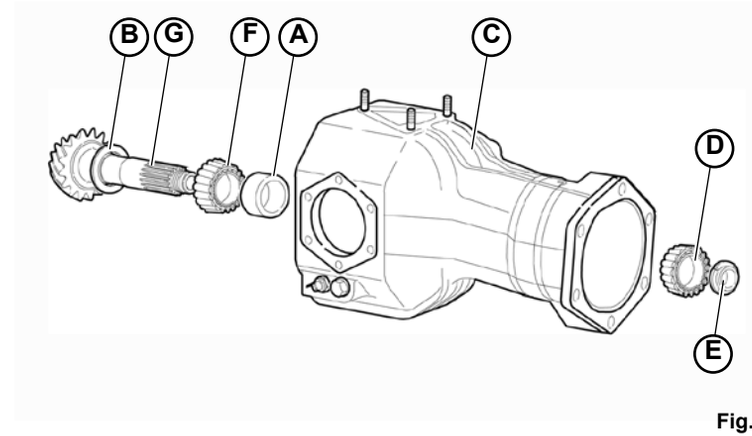

Fig.3
- Straighten the caulking of the ring nut and remove the ring nut (**E-Fig.3**).
- Remove the inner ring (**D-Fig.3**) of the transmission side bearing.
- Remove the pinion (**G-Fig.3**) with its inner bearing (**F-Fig.3**), spacer (**B-Fig.3**) and adjusting shim (**A-Fig.3**) from inside the differential carrier (**C-Fig.3**).